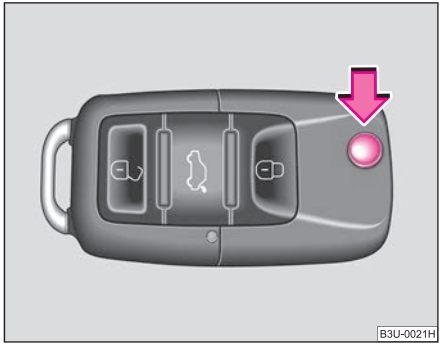

Fig. 19 Folding key
– Press the unlock button ⇒ fig. 19 in order to open and close the folding key.